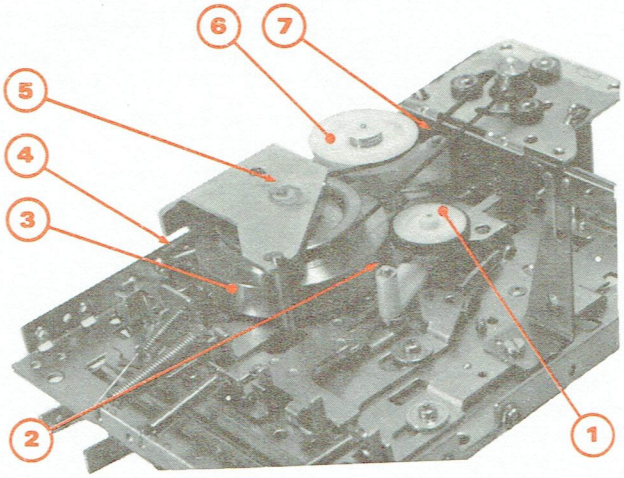

Fig. 38
— Si tel n'est pas le cas, changer le ressort (4) fig. 38.
3° RÉGLAGE DU JEU AXIAL DU VOLANT (Fig. 38)
4° CONTROLE DES DIVERS COUPLES DE FRICTION DES PORTE-BOBINES (Fig. 38)